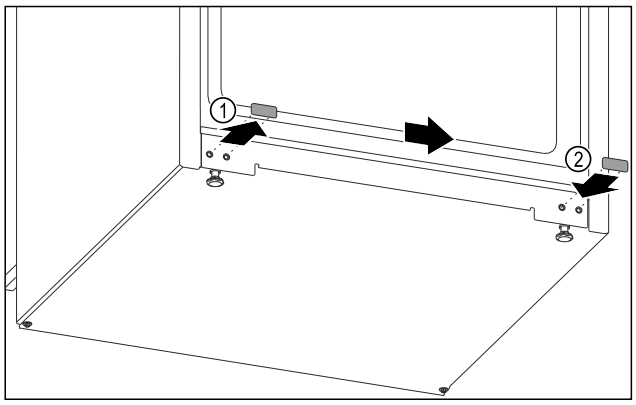

Fig. 12
- ▶ Vytáhněte krycí zátku. *Fig. 12 (1)*
- ▶ Zasuňte krycí zátku na opačné straně. *Fig. 12 (2)*